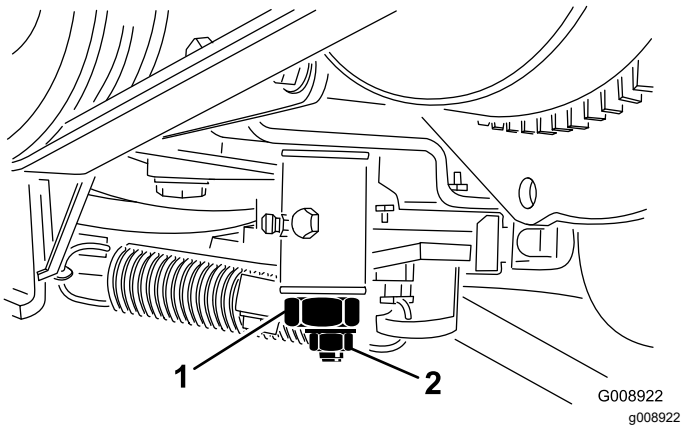

Figur 51
2. Løsne gasskabelkontakten på spaken på innsprøytingspumpen (Figur 51).